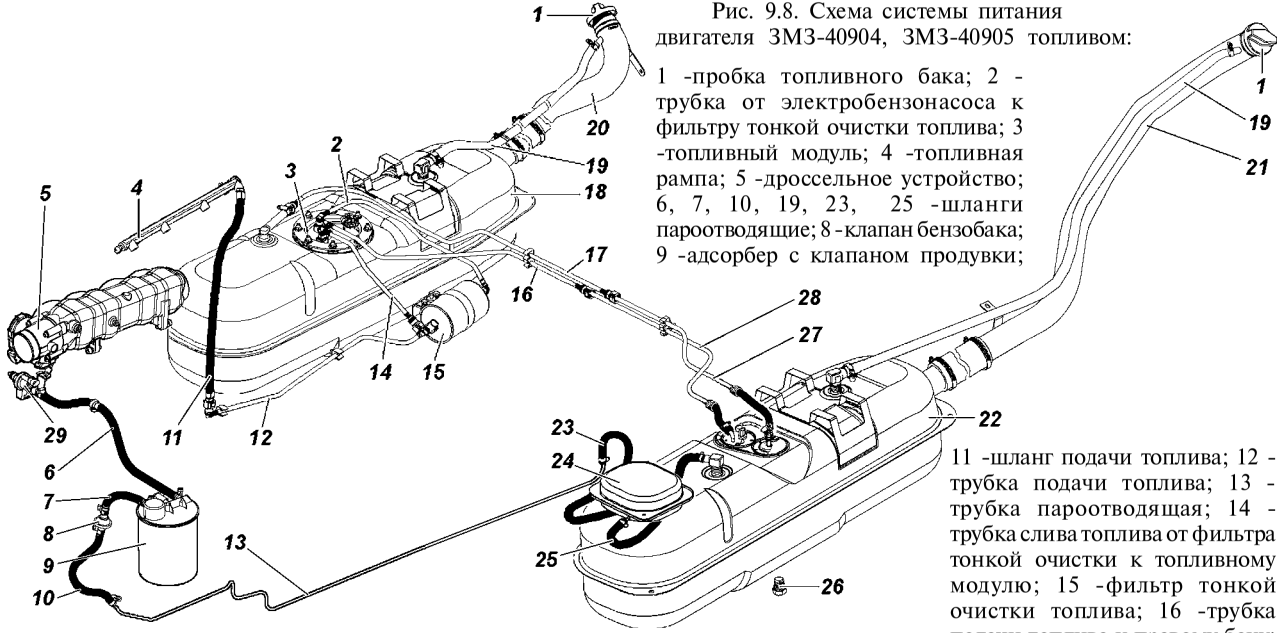

Рис. 9.8. Схема системы питания двигателя ЗМЗ-40904, ЗМЗ-40905 топливом:
Топливные баки 18, 22 (рис. 9.8). Обслуживание топливных
Периодически сливайте отстой, отвернув пробку 26 (рис. 9.8) снизу бака.
- слейте топливо, отвернув пробку 26 (рис. 9.8);
- откройте люк в полу кузова над топливным модулем 3 или отверните болты крепления сепаратора 24 (рис. 9.8) и выньте его, отсоедините от него шланги;
Топливный модуль 3 (рис. 9.8) погружного типа, включающий в себя электробензонасос, сетчатый фильтр, струйный насос, регулятор давления и датчик указателя уровня топлива. Установку топливных трубок производить до "щелчка" запорной пружины быстросъемного соединителя.